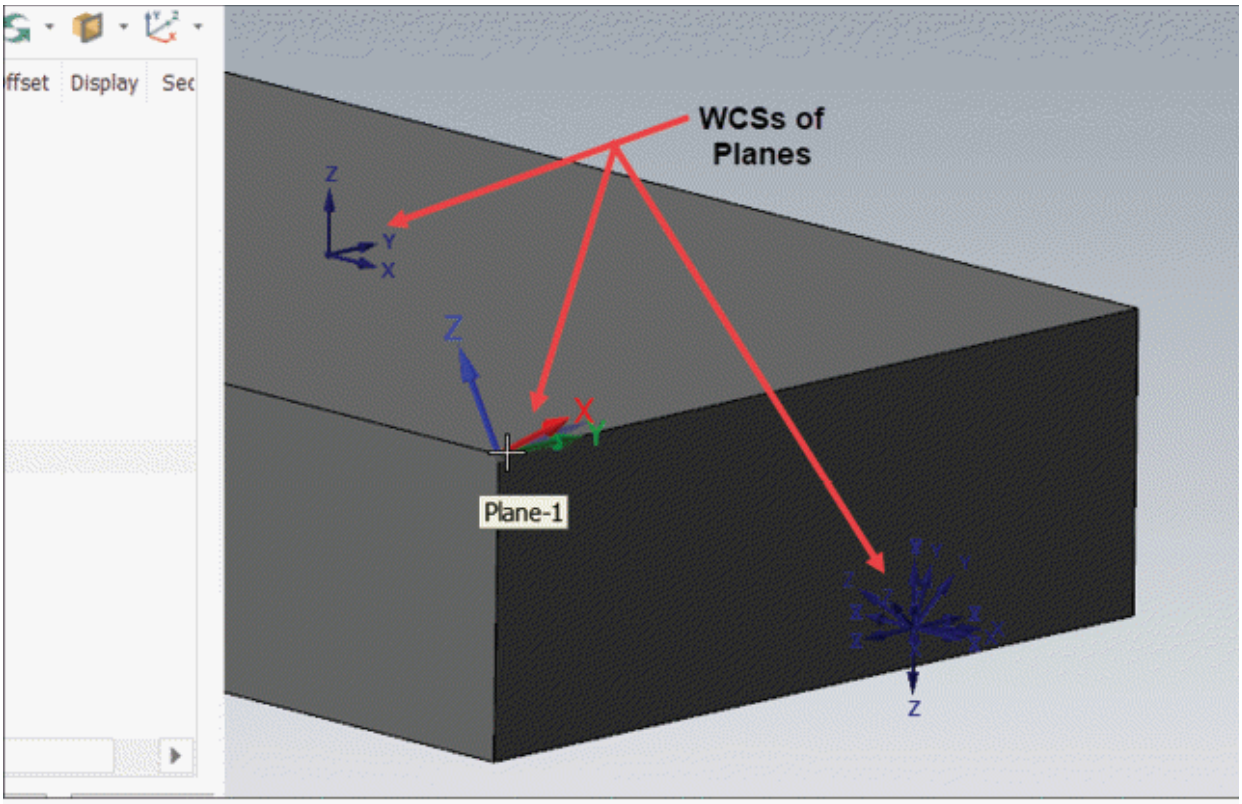

Figure-16. WCSs of planes displayed
- If you want to display all the planes created in model then select the **All** option from the **From plane** cascading menu of the **Find a plane** drop-down of **Planes Manager**. The WCSs of all the planes will be displayed in the 3D view; refer to Figure-16. Select desired WCS to select respective plane. You can use the other options of **Find a plane** drop-down in the same way.